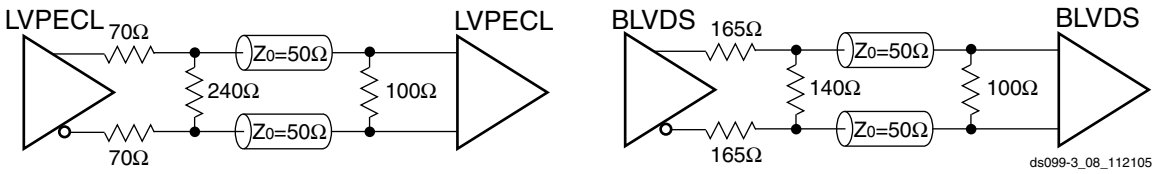

Figure 34: **External Termination Required for LVPECL and BLVDS Output and Input**
5. Each LVPECL_25 or BLVDS_25 output-pair requires three external resistors for proper output operation as shown in Figure 34. Each LVPECL_25 or BLVDS_25 input-pair uses a 100W termination resistor at the receiver.